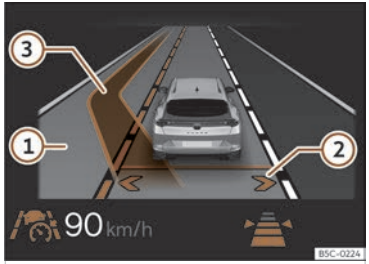

Fig. 151 On the instrument cluster display: lane change assist display (schematic representation).
This activates lane assist. The arrows of your own lane on the instrument cluster display are grey ››› Fig. 151 ②
cluster display next to the driver's own lane. The arrow on the corresponding side of the lane is displayed in white >>> **Fig. 151** ②.